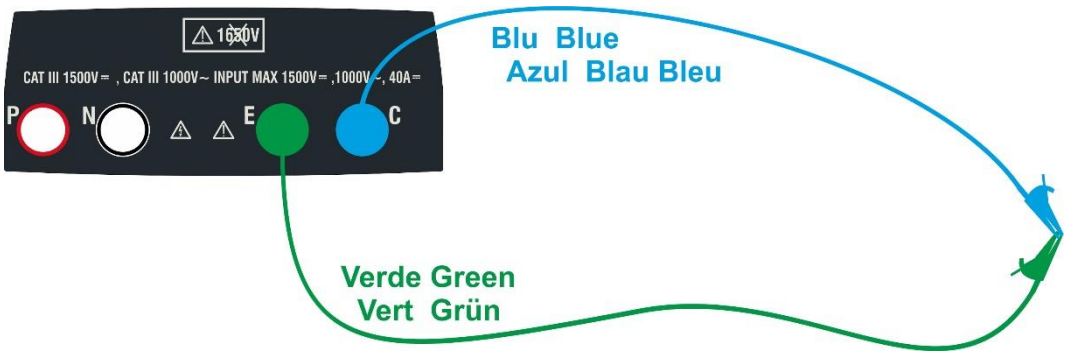

Fig. 5: Compensação da resistência do cabo de medição
3. Ligar os cabos de medição uns aos outros, como indicado na Fig. 5